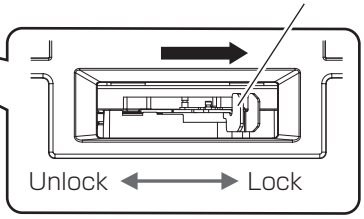

図5
- レンズロックレバーが Lock 側（図 5）にある場合は、レンズロックレバーをつまんで Unlock 側（図 3）に回してください。
5) **投写レンズを持ちながら、レンズロックレバーを Lock 側に回しきる（図 5）**